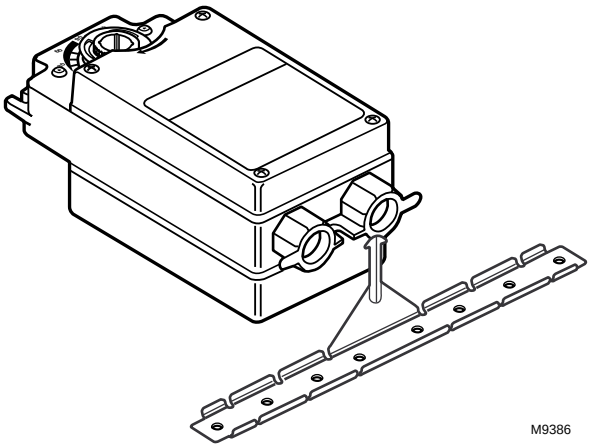

Fig. 2. Installing mounting bracket on ML7275 Direct Coupled Actuator.
❶ Place the ML7275 Direct Coupled Actuator over the damper shaft.
❷ Position the actuator for best access to the actuator damper shaft locking screw.
❸ Install the mounting bracket (see Fig. 2) and adjust it to support the actuator at the correct height. Mark the screw holes for installing the mounting bracket on the damper housing.
❹ Remove the mounting bracket and actuator.